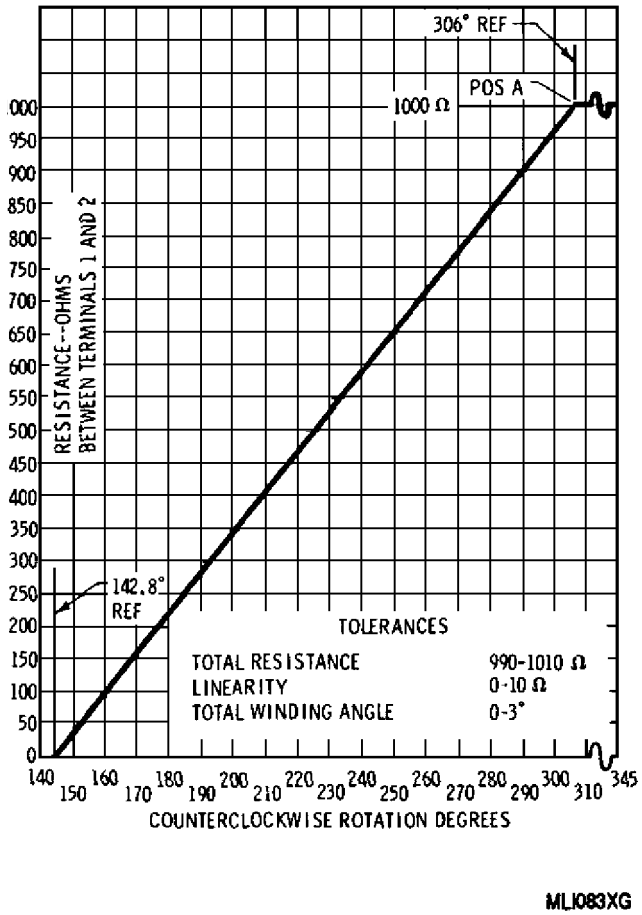

Figure 31. Variable Resistor Schedule
a. Install variable resistor in T4289 fixture (figure 31) and using test stand perform linearity tests as follows:
(15) Check digital ohmmeter or multimeter readout at the shaft rotational points per table 5 and figure 31.